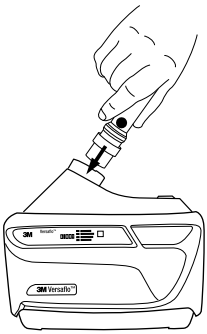

Fig. 14-1 Cómo colocar el indicador de flujo de aire
- Inserte el TR-971 en la salida de la unidad del motor/soplador TR-300+. Si el tubo de respiración está en su lugar, debe retirarlo para poder insertar el indicador de flujo de aire (Fig. 14-1).